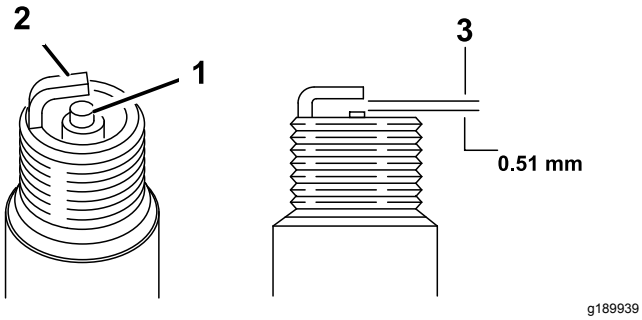

Figur 22
5. Juster åpningen på den nye pluggen til 0,51 mm, som vist i Figur 22.